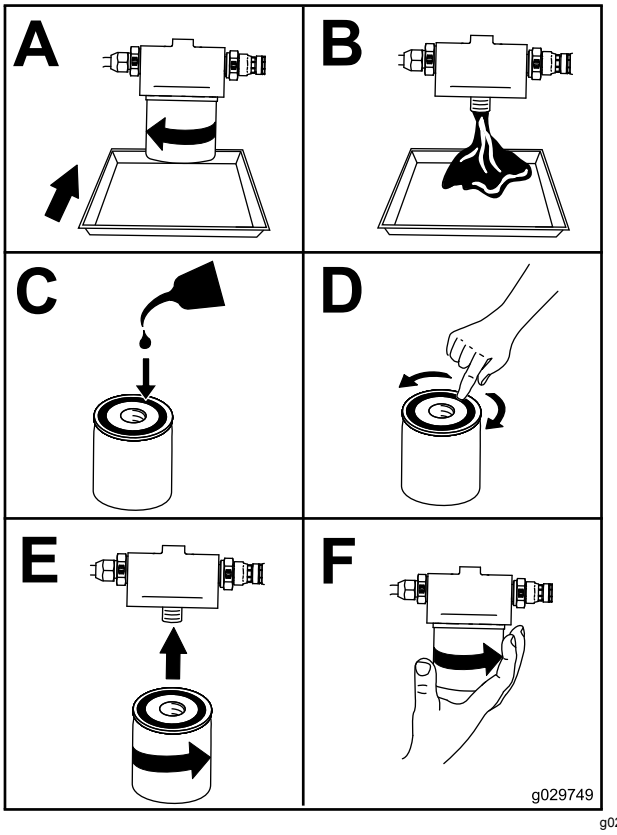

**Rysunek 50**
7. Wymień filtr oleju (Rysunek 50).